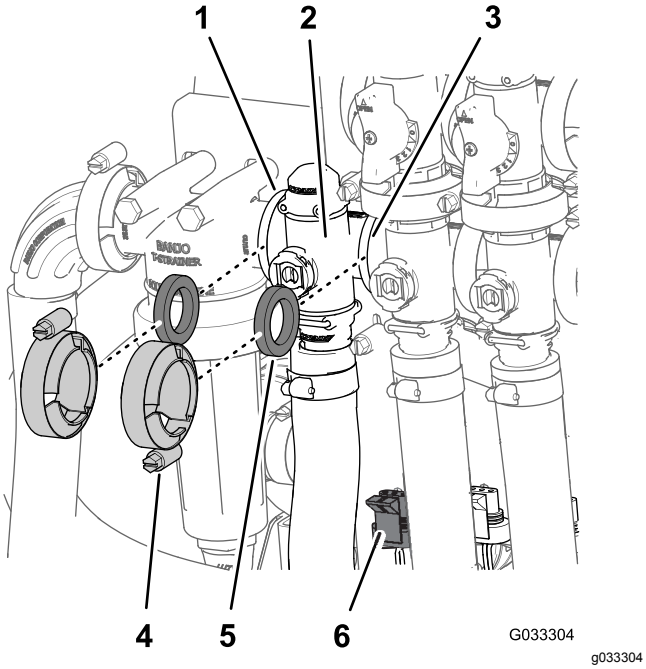

Rysunek 67
1. Zdejmij obejmy i uszczelki mocujące rozgałęźnik do zaworu regulacji dawki (Rysunek 67).